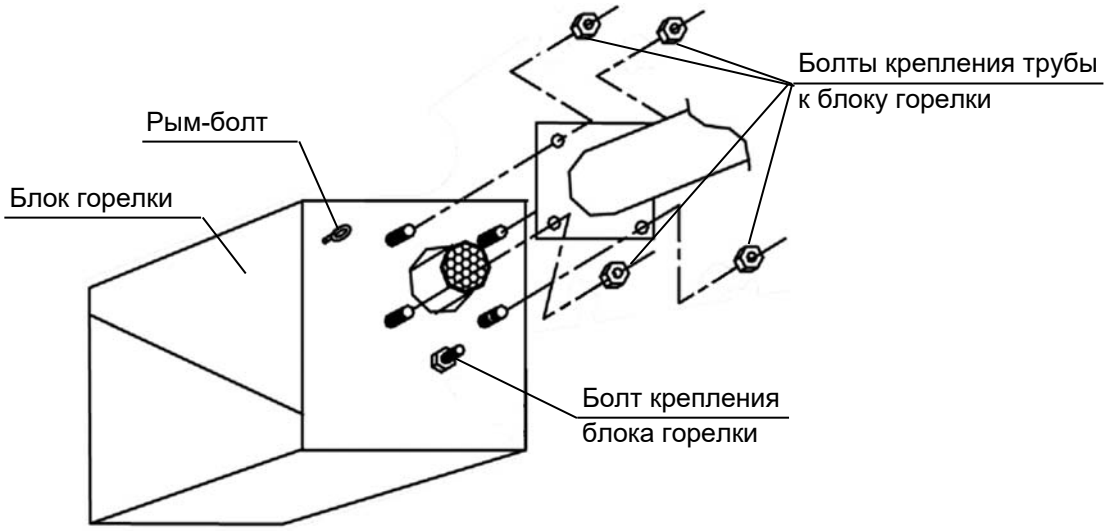

Рисунок 6.5.4 Установка блока горелки
11. Присоединить горелку к фланцу первой трубы (рис. 6.5.4).